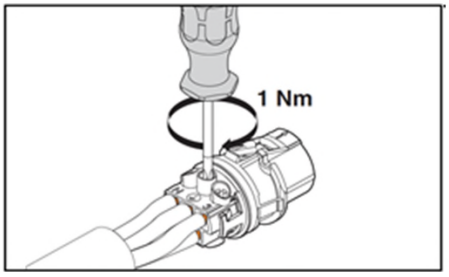

Abb. 15: Anziehen der Adern
- Schließen sie die Adern am Kontaktträger an (Abb. 15).